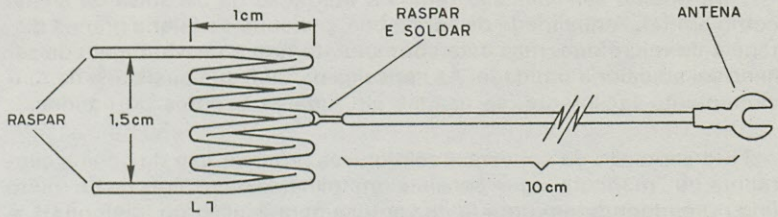

FIGURA 10
g) L1 é uma bobina que deverá ser enrolada pelo montador. Ela consiste em 4 ou 5 voltas de fio esmaltado (ou mesmo de capa plástica, rígido) com as dimensões mostradas na figura 10. Se for usado fio esmaltado deve ser bem raspado o ponto de soldagem dos extremos e da antena.